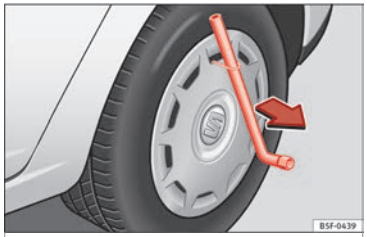

Fig. 158 Remove the wheel cover.
– Remove the wheel cover using the wire hook ››› Fig. 158.